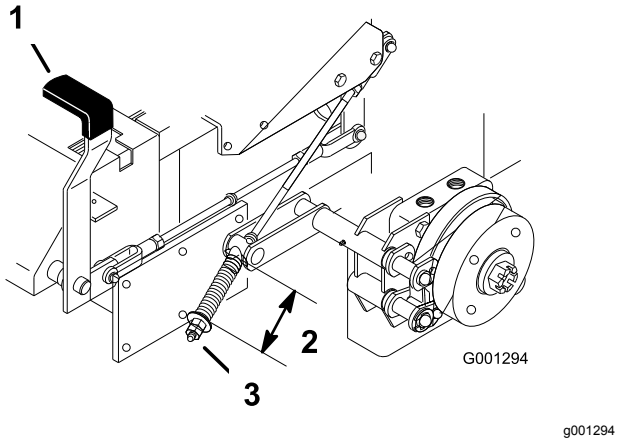

Figur 68
2. Mät fjäderns längd (Figur 68).
3. Frigör parkeringsbromsen om en justering krävs, och lossa sedan kontramuttern under fjädern och justera muttern direkt under fjädern (Figur 68).